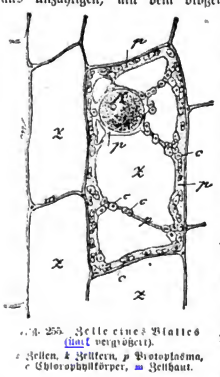

Fig. 255. Zelle eines Blattes (stark vergrößert).
Zelle. Der gesamte Pflanzenkörper baut sich aus unzähligen, mit dem bloßen Auge nicht unterscheidbaren Zellen von verschiedener Gestalt auf. Die Grundform zeigt *z* in Fig. 255. An jeder einzelnen Zelle läßt sich unterscheiden: die Zellhaut (Zellmembran) *m*, das Protoplasma *p*, der Zellkern *k* und der Zellsaft. Außerdem kommen, teils im Protoplasma, teils im Zellsafte noch verschiedene Stoffe vor: z. B. Stärke, Fettröpfchen, Farbstoffe, in den Blattzellen Chlorophyllkörper *c* (s. d.). —
2. Das Protoplasma *p*, der wichtigste Bestandteil und der eigentliche Träger des pflanzlichen Lebens. Es besteht aus einem zäh-flüssigen, gallertartigen Gemenge der verschiedensten Eiweißkörper. In den meisten Fällen bildet es eine der Zellwand anliegende Schicht, von welcher Protoplasmastränge das Innere der Zelle durchziehen, wie in der Fig. 255. Das Protoplasma befindet sich in jeder Zelle in steter Bewegung.